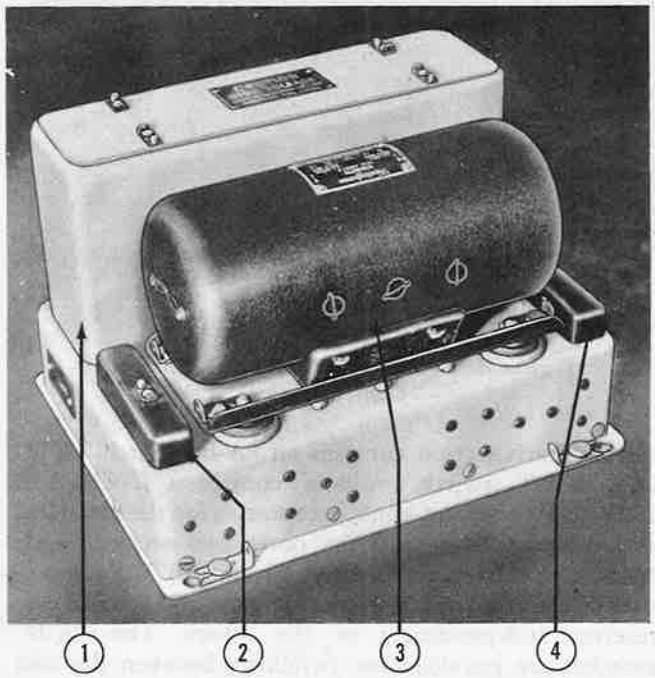

Figure 484—SCR-274-N Modulator and Dynamotor Unit—Front View
2. MODULATOR UNIT BC-456-( ).—The modulator and dynamotor (figures 484 and 485) are mounted in one unit which is installed on the outboard side of the upper shelf in the right-hand baggage compartment.